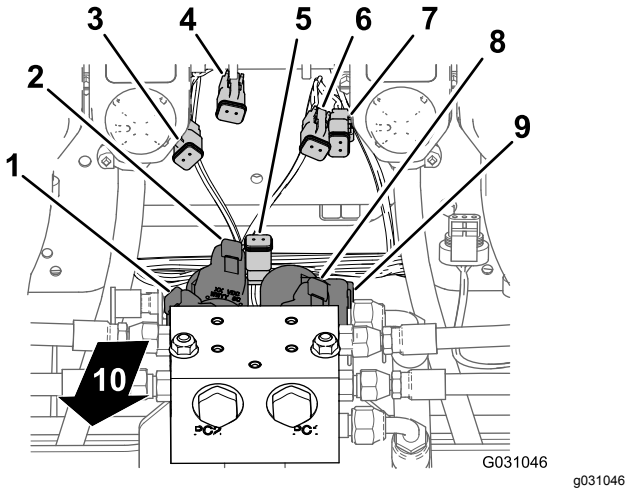
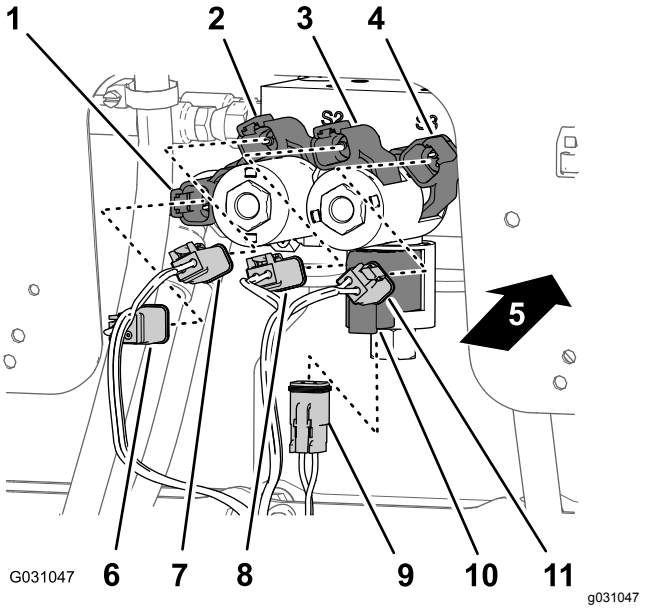

Figur 111
Figur 112
(aktiverende solenoid) til kontakten for aktiverende solenoid (Figur 111 og Figur 112).
2. Ved den nedre, høyre solenoiden, koble kontakten med to sokler i den bakre ledningssatsen merket med **Right Down** (høyre ned) til kontakten med to pinner i høyre ned-solenoiden (Figur 111 og Figur 112).
3. Ved den øvre, høyre solenoiden, koble kontakten med to sokler i den bakre ledningssatsen merket med **Right Up** (høyre opp) til kontakten med to pinner i høyre opp-solenoiden (Figur 111 og Figur 112).
4. Ved den nedre, venstre solenoiden, koble kontakten med to sokler i den bakre ledningssatsen merket med **Left Down** (venstre ned) til kontakten med to pinner i venstre ned-solenoiden (Figur 111 og Figur 112).